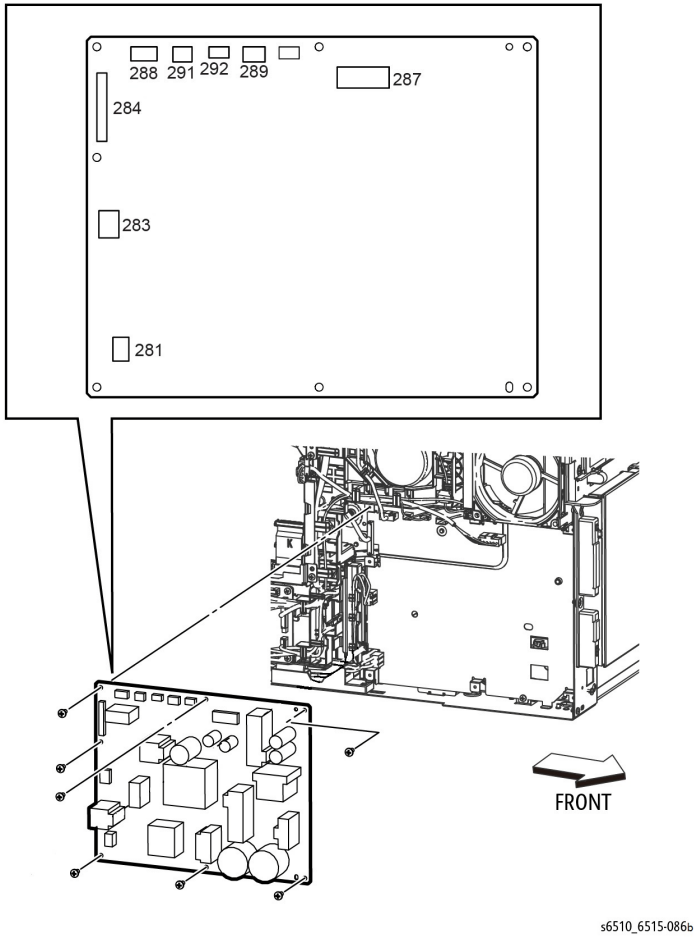

Figure 1 Remove the LVPS Board (SFP)
3. Refer to Figure 1 to remove the seven screws (silver, M3x6mm) attaching the LVPS Board to the LVPS Plate.